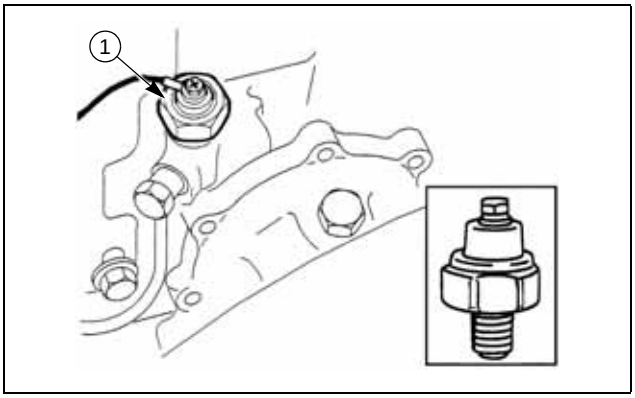

Fig. 5-8
The engine oil pressure switch, ① (page 5-3, Fig. 5-8), is located in the front of the engine cylinder head.